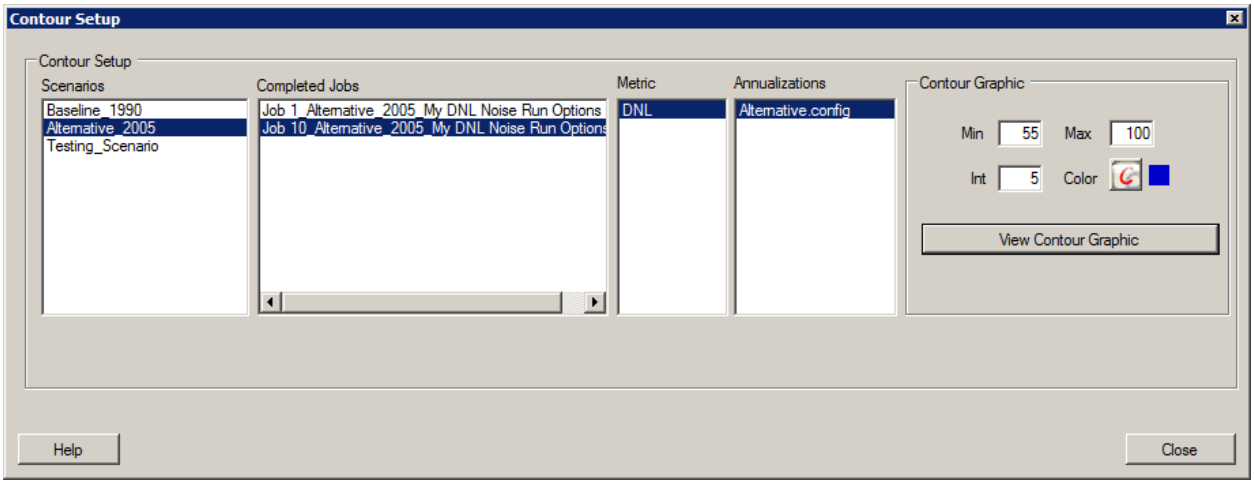

Figure 8-15 Contour Setup Dialog Box
1. From the menu bar select *Results*, *Contours* to open the *Contour Setup* dialog box (Figure 8-15).